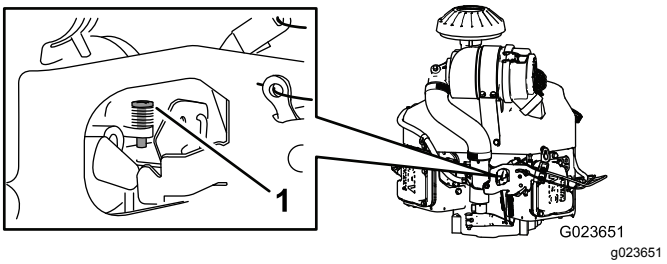

Figur 67
4. Juster stopskruen på karburatoren (Figur 67), så tomgangshastigheden er 1350 til 1550 o/m.